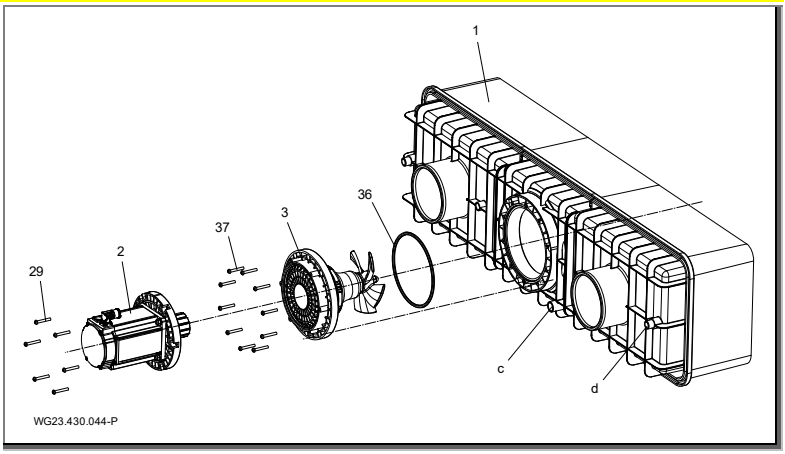

Afb. 15
1. Aansluitstuk (d, (Afb. 15)) bij kunststofhuis (1) en de aansluitbus van de kabelbeschermslang (12) met PVC-U/ABS-reiniger ontvetten.